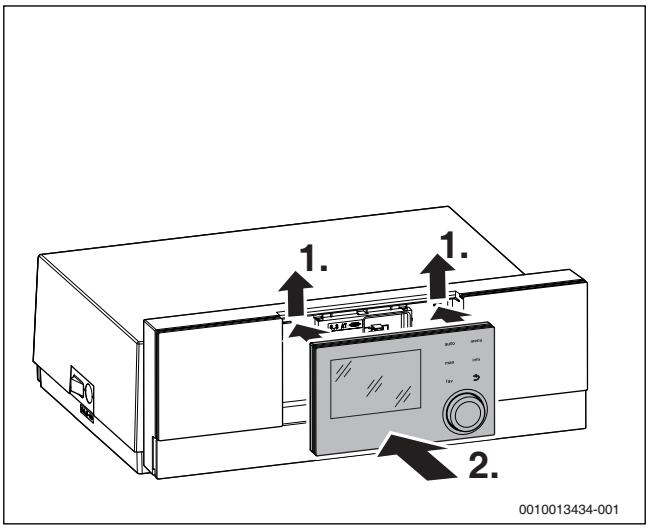

Рис. 23 Установка пульта управления
- Установите пульт управления RC 310 в систему управления (→ рис. 23).